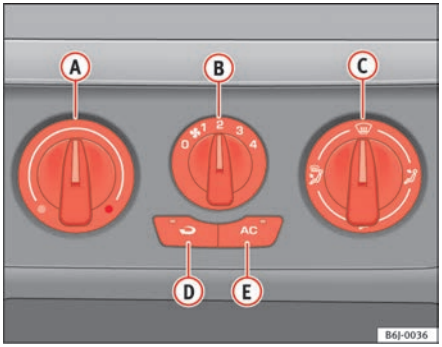

Fig. 89 Air conditioning controls on the instrument panel
– Disconnect the cooling system using button ⇒ fig. 89 AC (the button light turns off).
– Turn the temperature selector (A) to set the desired temperature inside the vehicle.
– Set the air distribution control (C) to the air flow configuration desired: (towards the windscreen), (towards the chest), (towards the footwell) and (towards the windscreen and footwell areas).
When air recirculation mode is switched on (button ⇒ page 121, fig. 89 with warning lamp) strong odours in the outside air do not enter the vehicle interior, for example when passing through a tunnel or in a traffic jam.